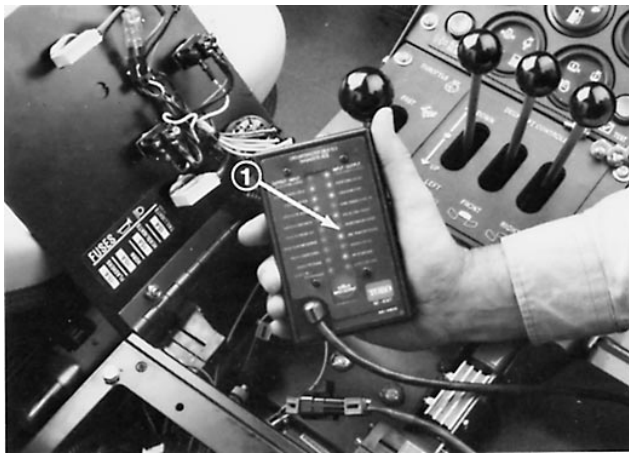

Afbeelding 28
3. Verbind de stekker van het ACE-diagnosetoestel (Afb. 28) met de harnasstekker. Let erop dat de juiste sticker is geplakt op de display van het ACE-diagnosetoestel.